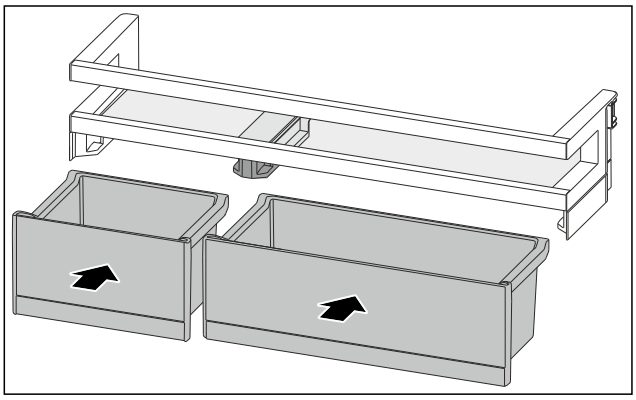

Fig. 110
▶ Insert the VarioBoxes in reverse order. (see Fig. 110)